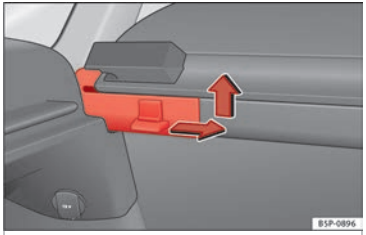

Fig. 106 Removing the storage compartment shelf.
– Press the side pin in the direction of the arrow, lift the cover and remove it ››› Fig. 106.